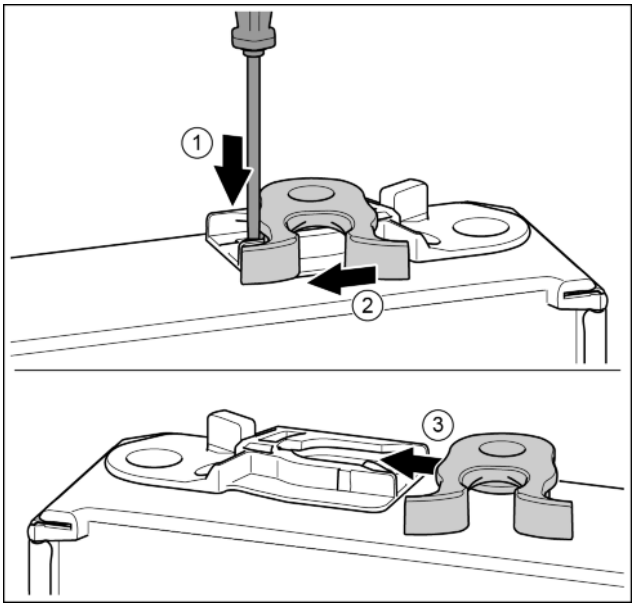

Fig. 17
- ▶ Push the lug downwards with a slotted screwdriver. *Fig. 17 (1)*
- ▶ Pull the door latch out of the guide. *Fig. 17 (2)*
- ▶ Push the door latch into the guide on the other side. *Fig. 17 (3)*